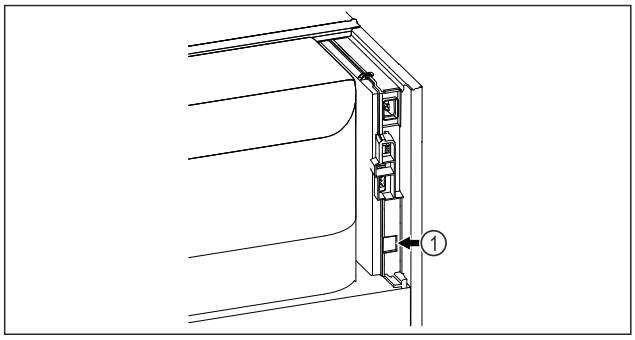

Fig. 138
- ❑ SmartModule *Fig. 138 (1)* este instalat.